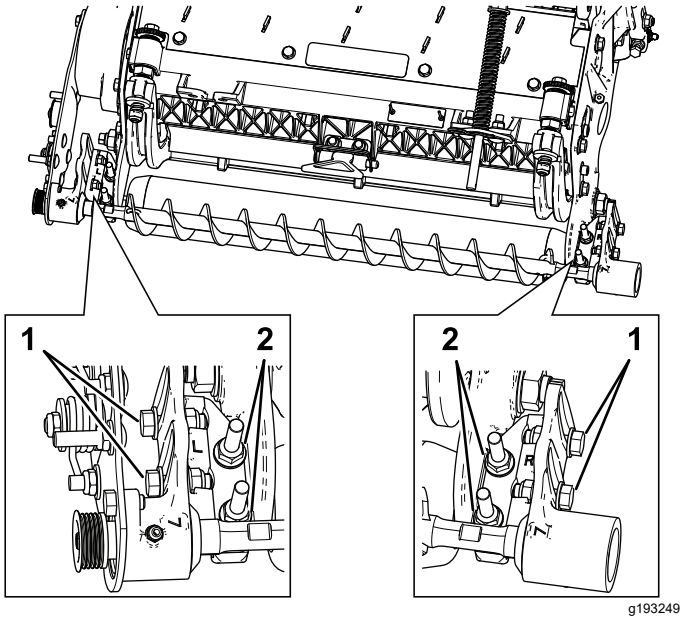

**Рисунок 13**
A. Ослабьте две фланцевые контргайки, крепящие монтажный кронштейн щетки катка к боковой пластине режущего блока (Рисунок 13).
B. Поверните корпус подшипника щетки катка так, чтобы пластина щетки была параллельна боковой пластине режущего блока (Рисунок 13).
C. Затяните две фланцевые контргайки, крепящие монтажный кронштейн щетки катка к боковой пластине режущего блока (Рисунок 13).
1. Ослабьте затяжку двух болтов крепления каждого из корпусов подшипника щетки катка к монтажному кронштейну щетки катка (Рисунок 13).